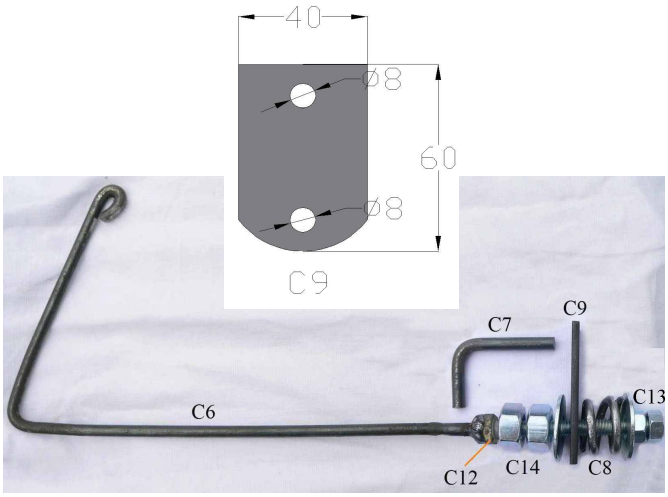

Fig. 62: poignée
1. Tordre C6 comme sur la fig.62 et soudée la à C12.